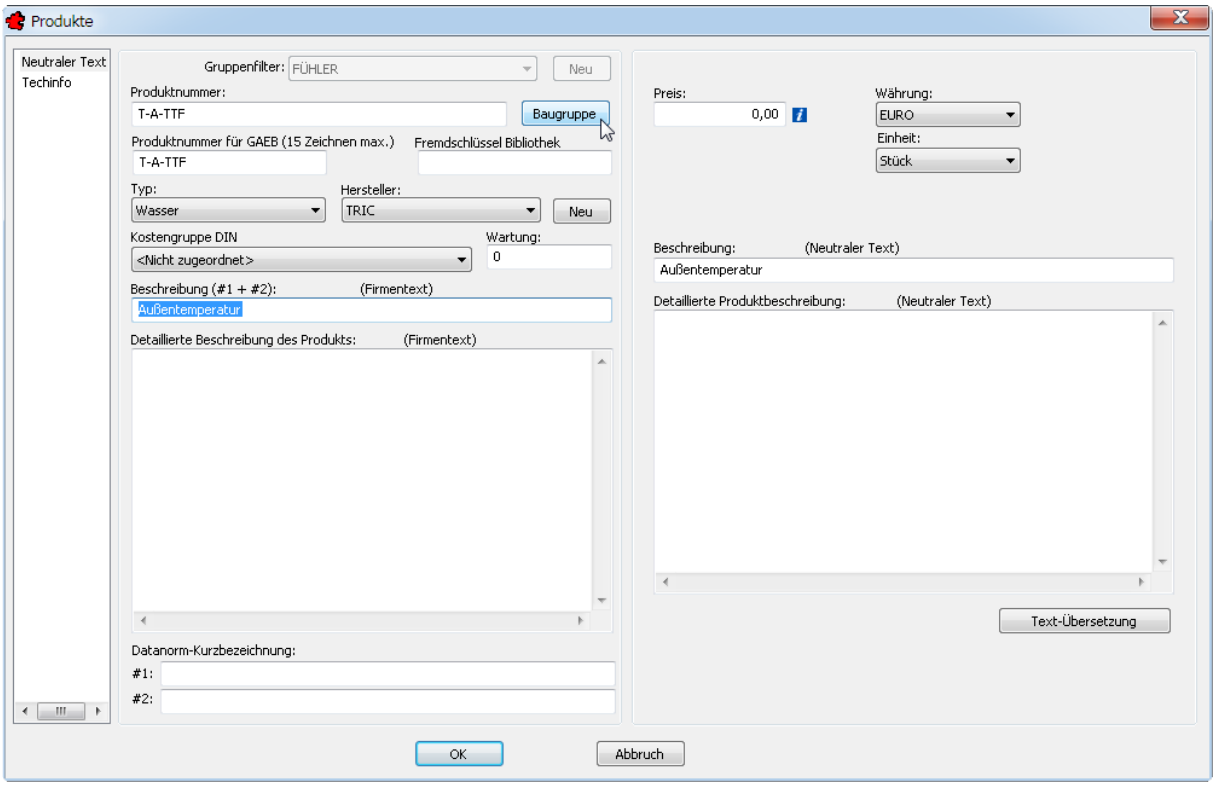

Bild 36.13 – Die vier Mindestangaben für ein neues Produkt
- den *Hersteller* (Abb. 36.13).